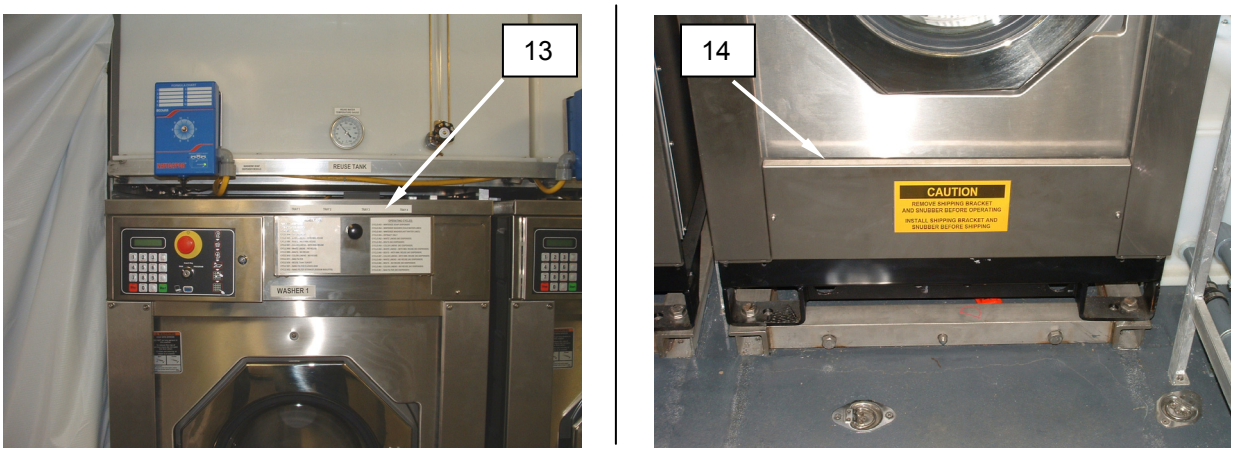

Figure 14. Install Kick Panel on Washers.
26. Close soap tray doors **(Figure 14, Item 13)** on washers.
27. Install kick panels **(Figure 14, Item 14)** on washers.